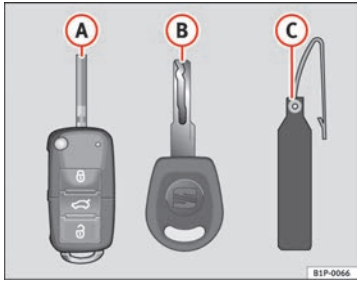

Fig. 40 Set of keys
- a remote control key ⇒ fig. 40 (A)
- a key without remote control (B),
- a plastic key tab* (C).